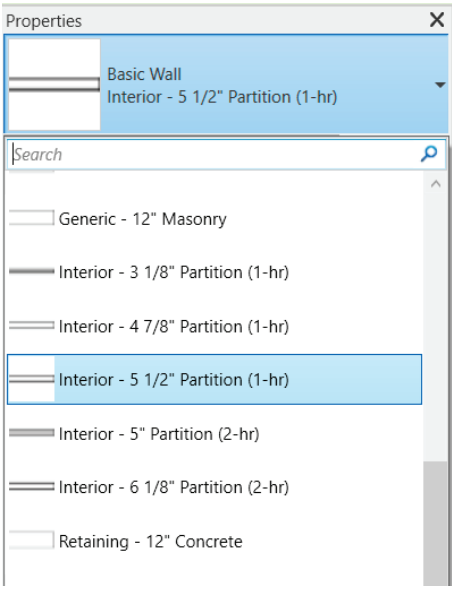

*Figure 3-80 Selecting the interior wall type from the **Properties** palette*
2. Select the required option from the **Type Selector** drop-down list in the **Properties** palette, as shown in Figure 3-80.